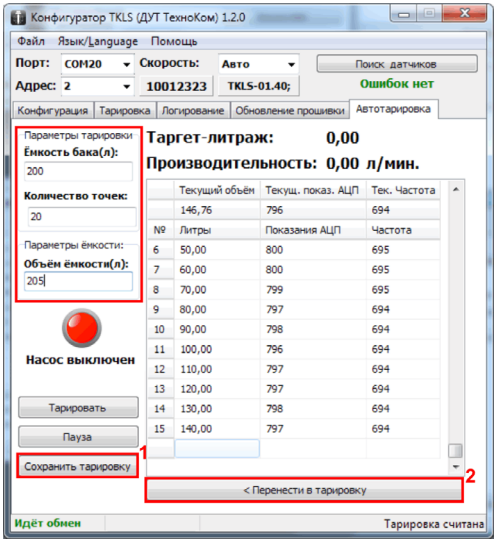

Рис.4. Завершение тарировки.
• После того как будут вычислены все точки тарировочной таблицы, тарировка будет завершена (Рис.4).
• Тарировочная таблица может быть сохранена во внешний файл. Для этого необходимо нажать кнопку «Сохранить тарировку» (Рис.4, п.1). Таблица будет сохранена в текстовый файл, в папку \Tare, расположенную в корневой папке конфигуратора TKLS.
• Кнопка «Перенести в тарировку» (Рис.4, п.2) позволяет перенести тарировочную таблицу, полученную в процессе автотарировки, на вкладку «Тарировка». После этого на вкладке «Тарировка» таблица может быть записана в датчик, подключенный к конфигуратору. Записанная таким образом тарировочная таблица будет сохранена во внутреннюю FLASH память датчика, т.е. будет доступна и после перезагрузки питания датчика.